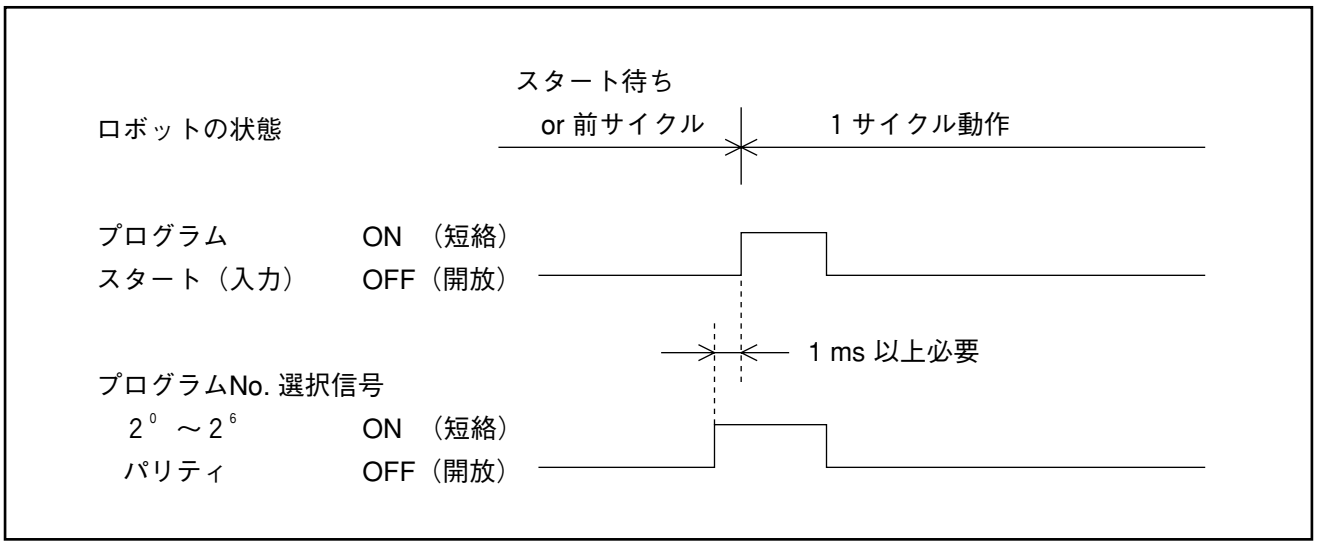

図5－25　プログラムNo. 選択信号
①プログラムNo.選択信号は次ページの表5－6に示すように2^0～2^6とパリティビットの8ビットで構成されます。
②十進のプログラムNo.を二進の2^0～2^6とパリティビットに変えて入力します。
③短絡はビット値＝1、開放はビット値＝0を表し、パリティビットは奇数パリティです。
④プログラムNo.選択信号は図5－25に示すようにプログラムスタートより必ず先（1ms以上）に入力し、ロボットがスタートするまで、状態を維持してください。